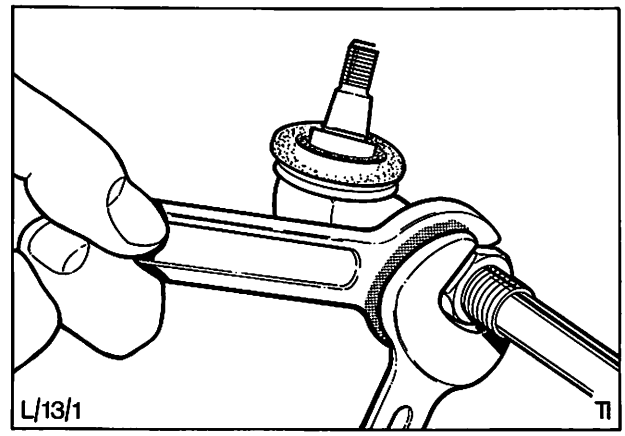

Abb. 24 Ausbau des Spurstangenendstücks
2. Kontermuttern lösen und Spurstangenendstücke abschrauben, Abb. 24 (Umdrehungen für den Wiedereinbau zählen).